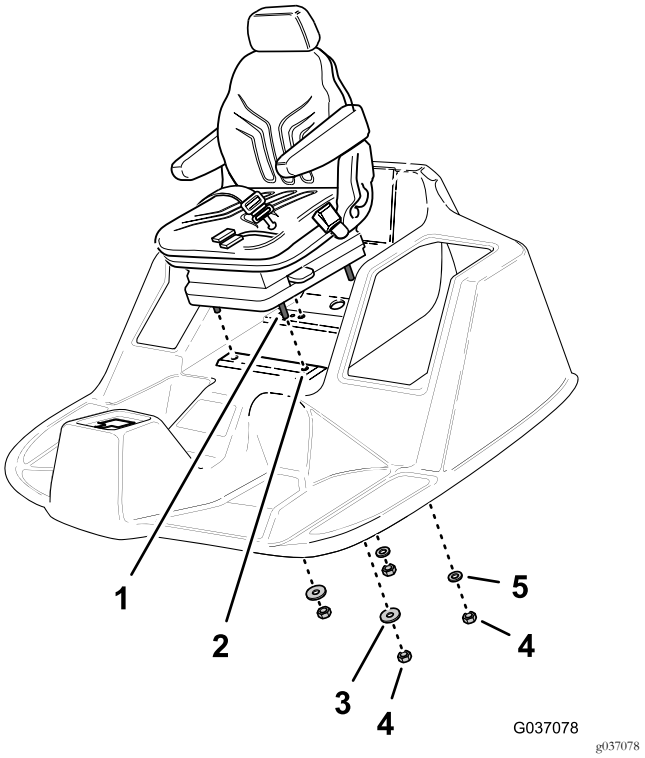

Figur 15
3. Rikta in de fyra huvudskruvarna (8 x 40 mm) för det nya sätet med hålen i förarplattformen (Figur 15).
5. Montera de två låsmuttrarna (8 mm) och de två brickorna (5/16 x 1 tum) på de två främre huvudskruvarna för hand (Figur 15).
6. Montera de två låsmuttrarna (8 mm) och de två brickorna (8 x 17 mm) på de två bakre huvudskruvarna för hand (Figur 15).
6. Montera de två låsmuttrarna (8 mm) och de två brickorna (8 x 17 mm) på de två andra huvudskruvarna för hand (Figur 15).